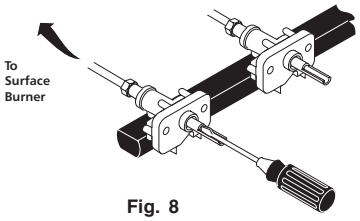

Fig. 8
e. Insert a thin-bladed screwdriver into the hollow valve stem and engage the slotted screw inside. Flame size can be increased or decreased with the turn of the screw. Turn counterclockwise to increase flame size. Turn clockwise to decrease flame size. (See Figs. 8 & 9).